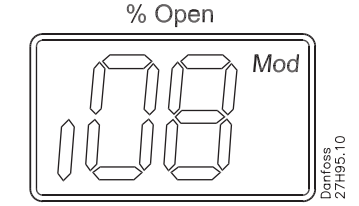

Fig. 4
- Gives access to the **Parameter list** by keeping the push button activated for 2 seconds. A **Parameter list** example is shown below (parameter **¡08**, fig. 4).